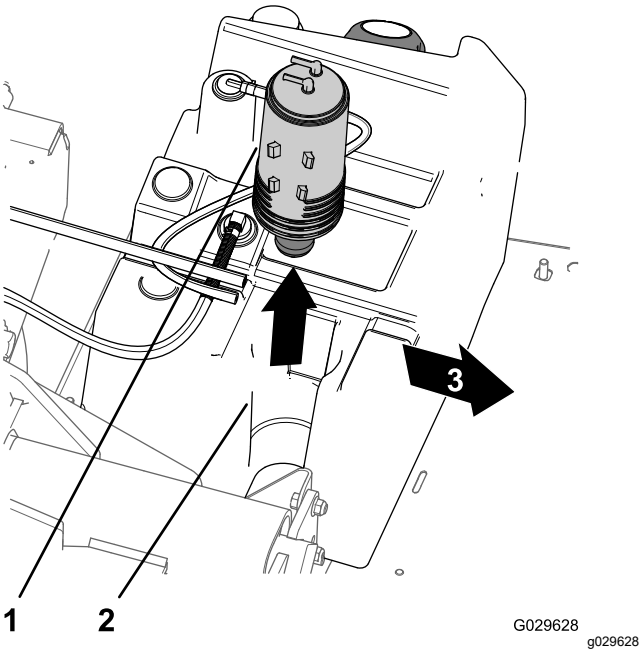

Figur 47
3. Løft karbonsylinderen fra karbonsylindermonteringen i drivstofftanken (Figur 47).
7. Før den nye karbonsylinderen inn i karbonsylindermonteringen i drivstofftanken med tømme- og drivstofftanktankniplene rettet bakover (Figur 47).